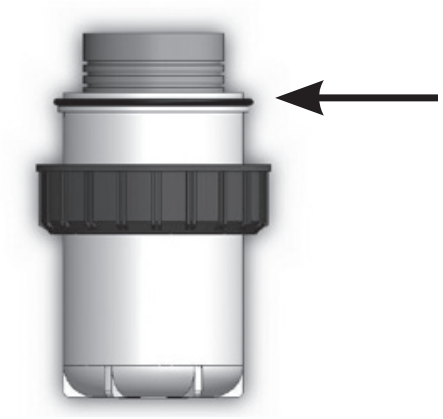

Figure 7 Joint torique sur carter
4. Jeter la cartouche utilisée et nettoyer les boîtiers de carter comme exigé. S'assurer de rincer complètement le carter avec de l'eau pour éliminiter tous les agents nettoyants. Avant d'installer une nouvelle cartouche, s'assurer que les joints toriques sont correctement placés sur les épaules au sommet du carter (Consulter la Figure 7), s'il y a des dégâts visibles sur les joints toriques, les remplacer (P/N : OR40-50). Appliquer à nouveau du lubrifiant en grande quantité sur les joints toriques lors de la réinstallations des puisards.